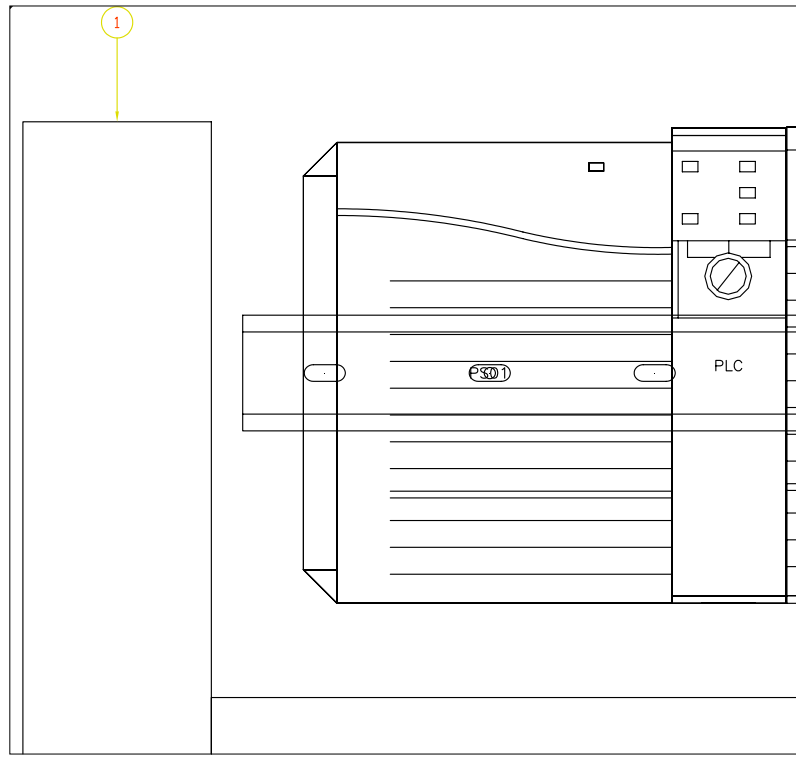

Figure P2-16 *The balloon inserted in the* ***PAN-01*** *DIN Rail*
5. Press ENTER; the balloon is inserted in the **PAN-01** DIN Rail, as shown in Figure P2-16; you are prompted to select the component to add balloon.